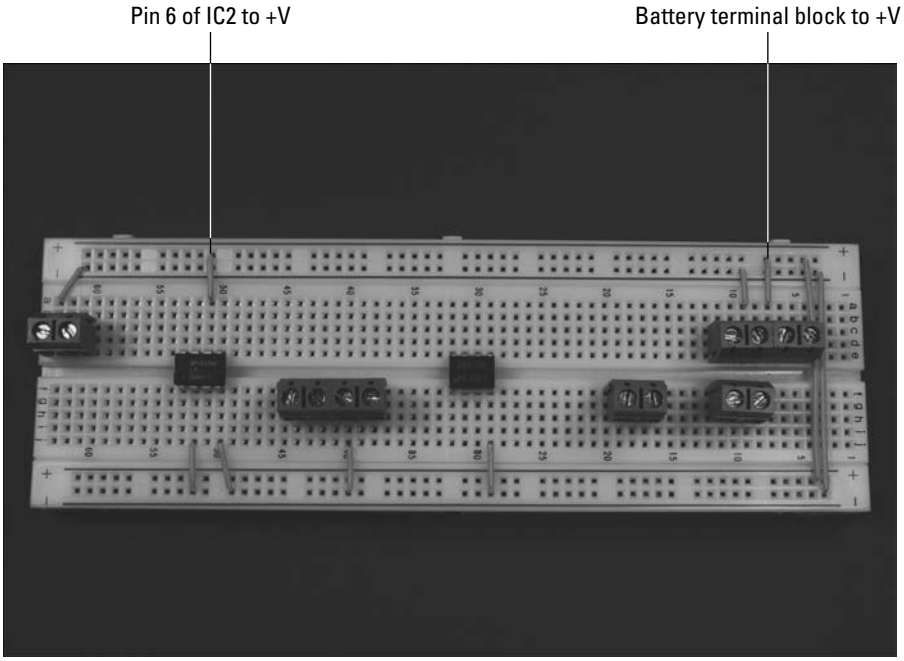

Figure 8-7: Connect components to the +V bus.
3. **Insert wires to connect IC2 and the terminal block for IC2's battery pack to the +V bus, and a wire between the two +V buses to connect them to each other, as shown in Figure 8-7.**